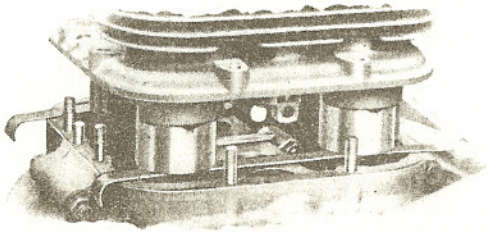

FIG. 5.
**600 c.c. Models.**—Obtain two steel strips approximately 9in. long by 1in. wide by 3/32in. thick. Now rotate the engine until all four pistons stand at the same level above the top of the crankcase. It will be found that there is just room to place the strips along the top of the crankcase and under the pistons so that the piston skirts rest on the strips and hold the pistons steady and perfectly square, thus enabling the cylinder block to be lowered into position. The method is illustrated in Fig. 5.